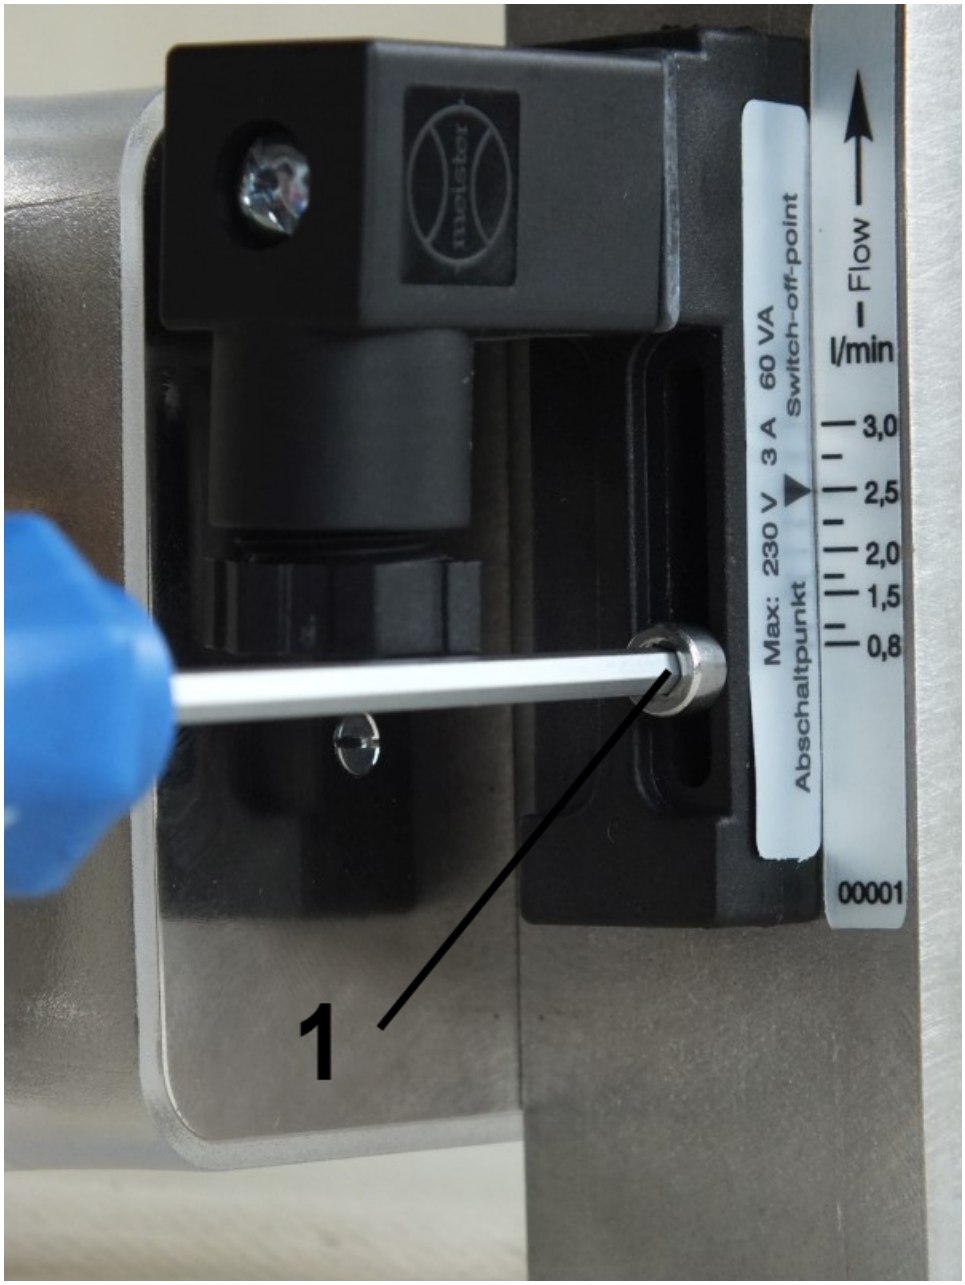

Fig. 34: Loosen set screw
1. Loosen the switch contact set screw(*Fig. 34*/1) using a hex screwdriver.
3. Re-tighten the switch contact set screw (*Fig. 34*/1) using a hex screwdriver. Observe the correct tightening torque.